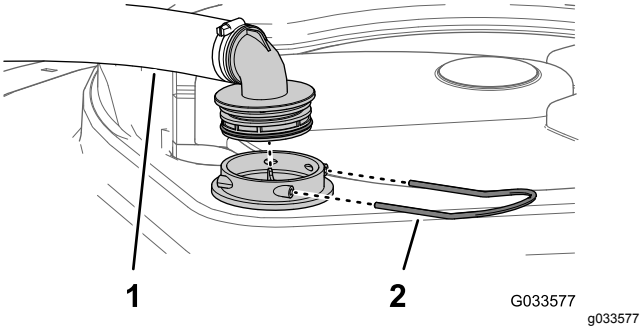

Figuur 53
2. Verwijder bovenaan de spuittank de borgclip waarmee de slangfitting bevestigd is aan de grote slang van de behuizing van de zuigkorf (Figuur 53).
3. Verwijder de slang en de slangfitting van de behuizing van de zuigkorf (Figuur 53).